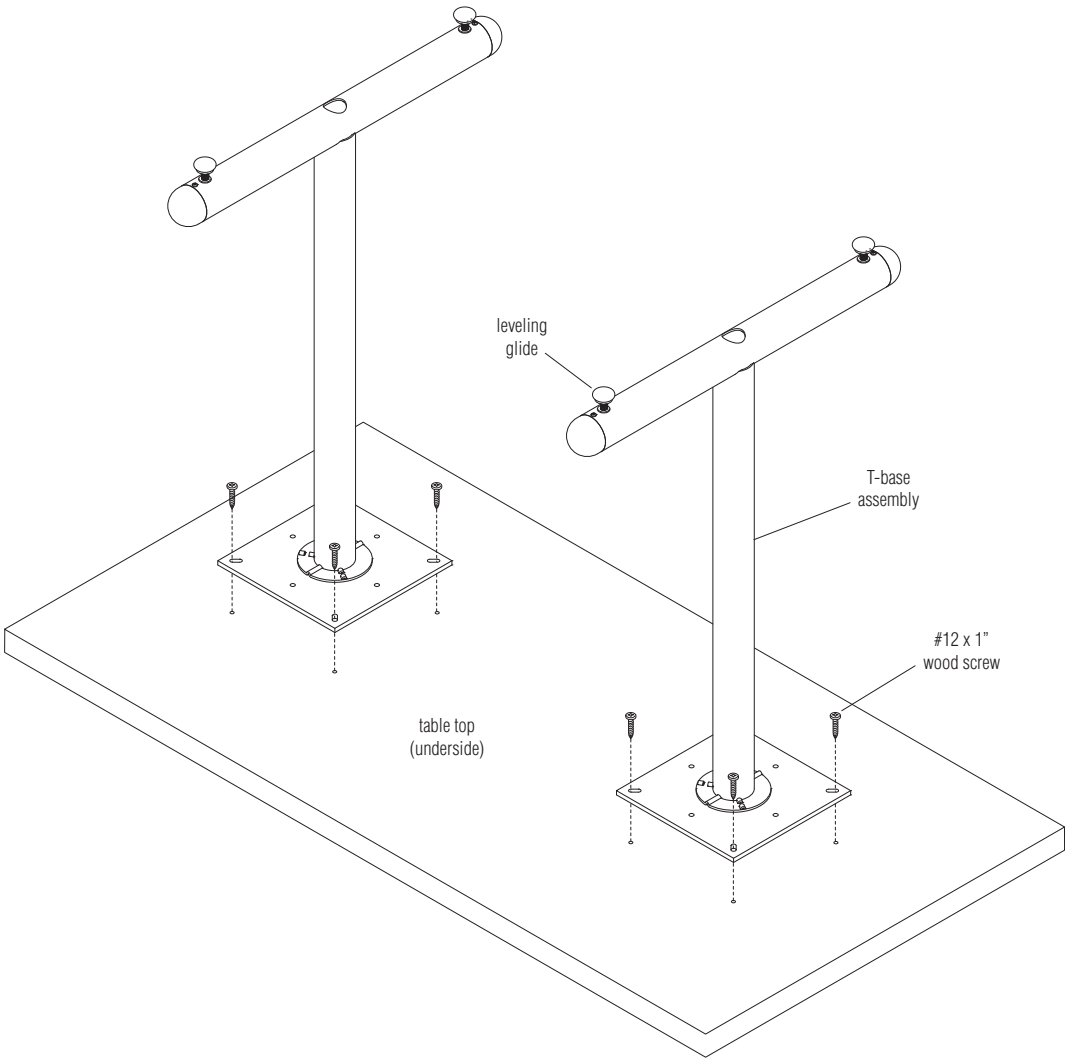

Figure 4
7. Carefully lay table top upside down on a soft protective surface. One at a time, position T-base assemblies over table top, aligning mounting holes of square mounting plate with pre-drilled holes in underside of table surface (Figure 4).
8. Secure each T-base assembly to underside of table surface using four #12 x 1" screws per base. Take care to not over-tighten screws (Figure 4).